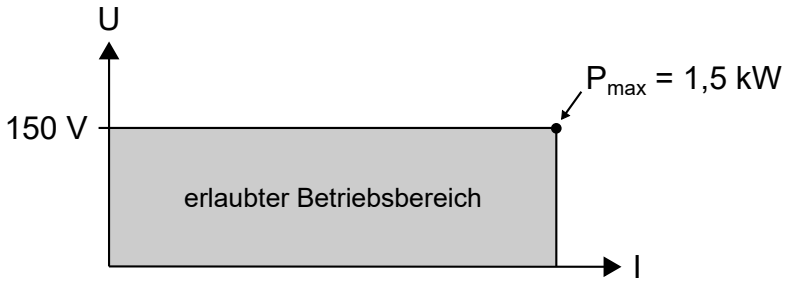

Abbildung 5.1: Erlaubter Betriebsbereich des Netzteils
5. Für den Betrieb des Motors in diesem Arbeitspunkt soll nun ein Netzteil mit einem erlaubten Betriebsbereich nach Abbildung 5.1 benutzt werden.